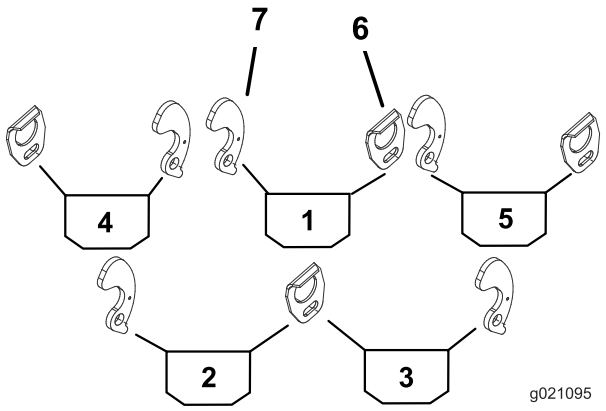
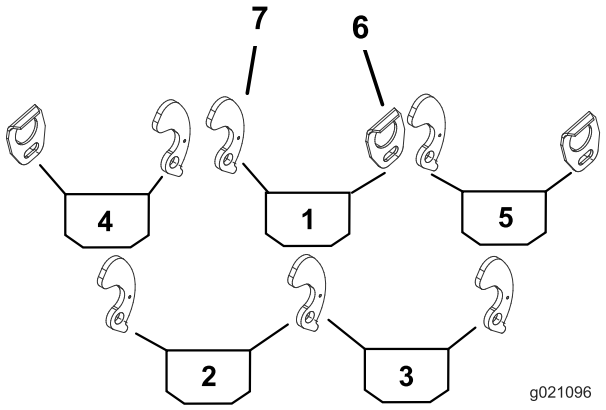

Figur 1
Figur 2
2. Se Figur 1 og Figur 2 for å finne punktene på klippeenhetens bærerammer hvor kurvskinnene eller kurvkamlåsene skal monteres.
3. Monter en kurvskinne på aktuell side av bærerammen på hver klippeenhet (Figur 1) med en bolt (5/16 x 1 1/2 tomme) og en flat skive (0,344 x 0,875).